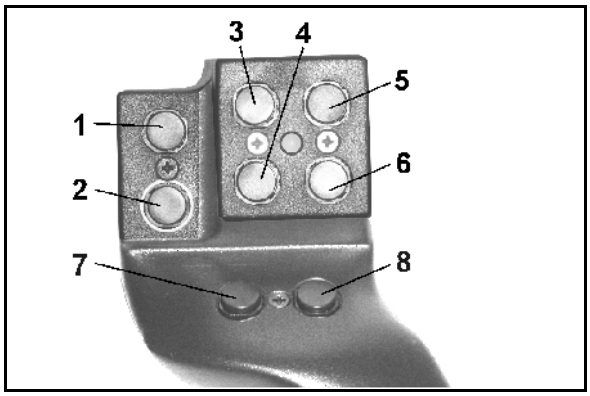
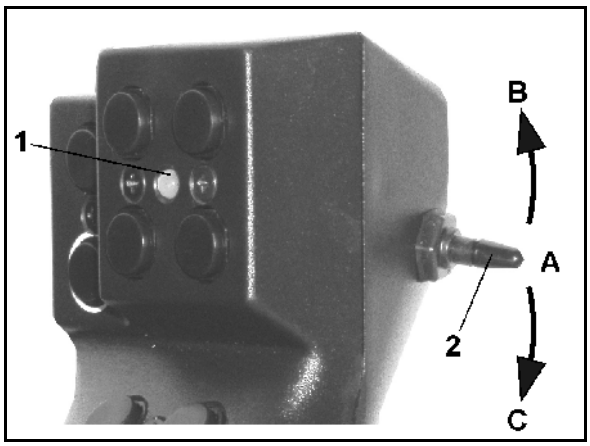

Fig. 69
Fig. 70
For operation of the **AMATRON+**, the multi-function stick (Fig. 69) has 8 keys (1 - 8) available. In addition, the assignment of the keys can be changed 3-fold by means of a switch (Fig. 70/2) .
- central position (Fig. 69/A) and can be pressed
- up (Fig. 69/B) or
- down (Fig. 69/C)
The position of the switch is indicated by an LED lamp (Fig. 69/1) angezeigt.